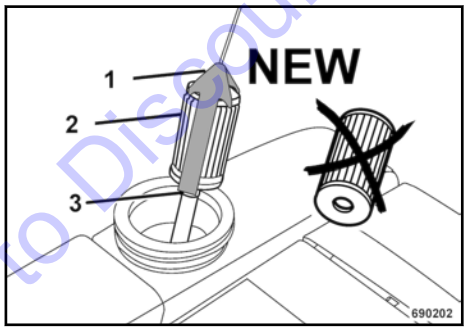

Fig. 64
Pull the holder (1) ↳ Fig. 64 with the fuel filter (2) by the cord out of the tank.